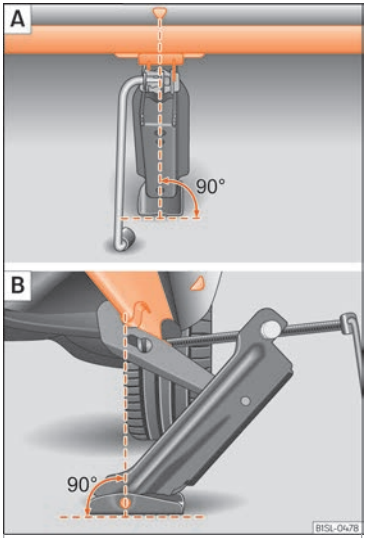

Fig. 57 Jack mounted on the left rear part of the vehicle
- **Only fit the jack at the prescribed jacking points. The claw of the jack should grip the reinforcement nerve on the underbody** **››› Fig. 57**.